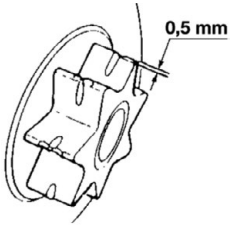

Рис. 7
5. ЗВЕЗДОЧКА ПРИВОДА (РИС. 7).